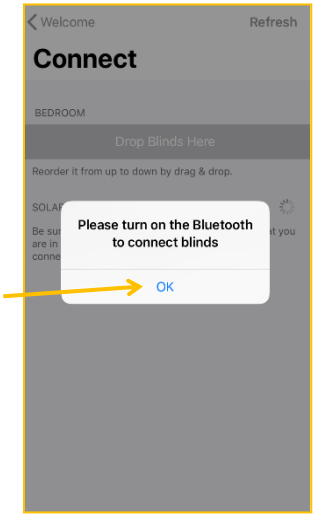

Figure 4
10.2.3.1. Make sure that Bluetooth is enabled on your smartphone and click **Ok** *(Fig. 4)*.